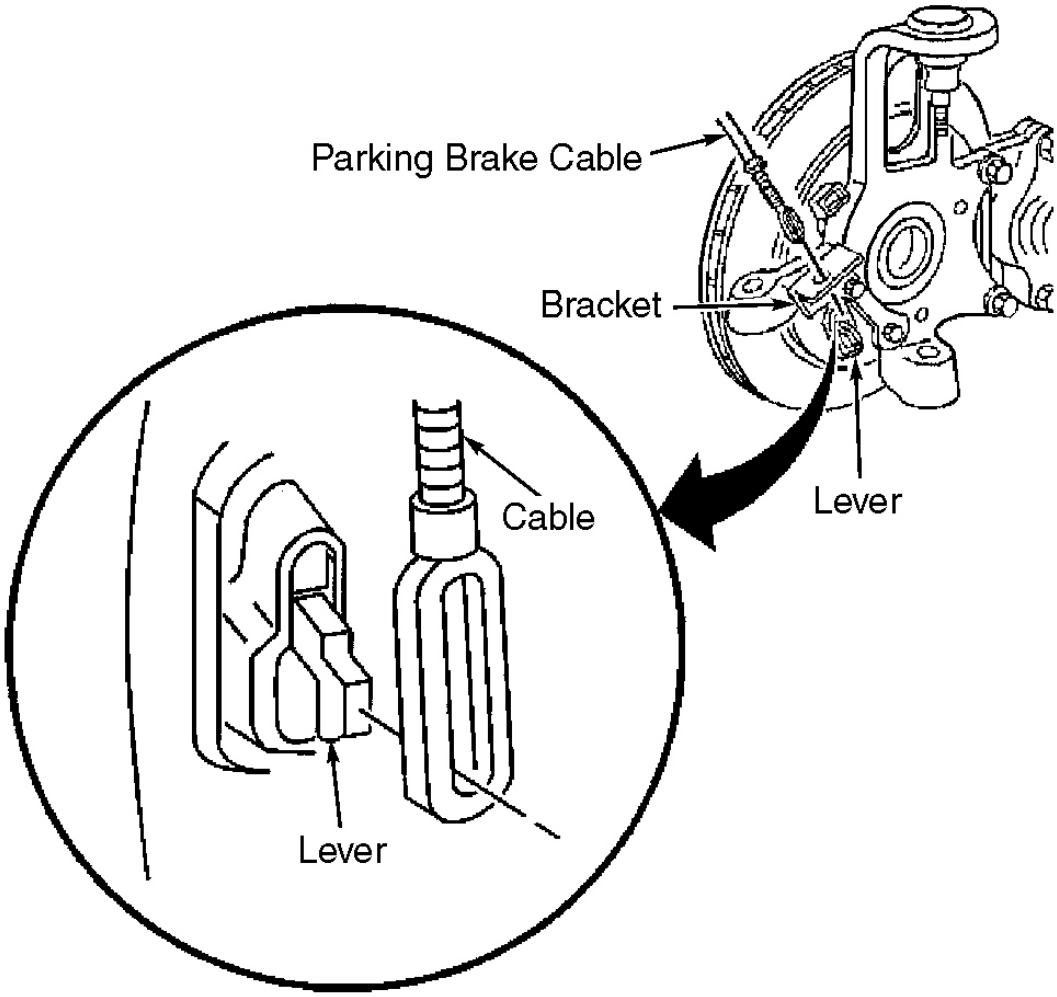

Fig. 6: Identifying Parking Brake Cable
12. Disconnect the parking brake cable from the parking brake lever. See **Fig. 6** .
9. Install the parking brake cable into the bracket. See **Fig. 6** .